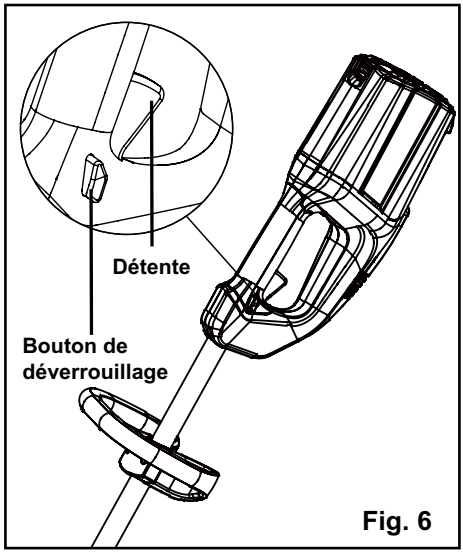

Fig. 6
- Appuyez et maintenez le bouton de déverrouillage. (fig. 6).